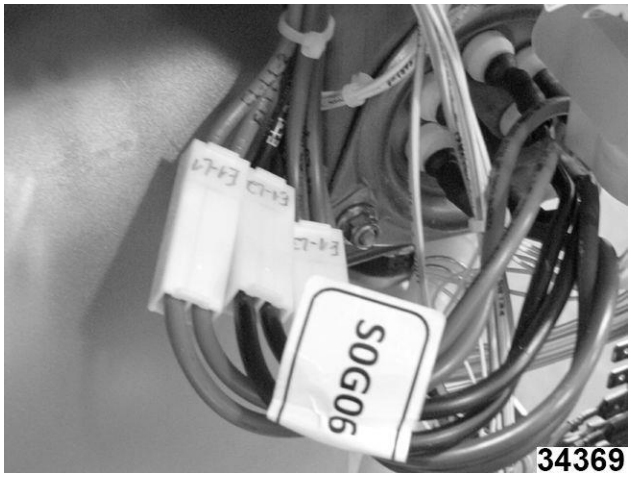

Fig. 104
6. Ubique y desconecte las conexiones del sobrecalentador (Fig. 104) etiquetadas: